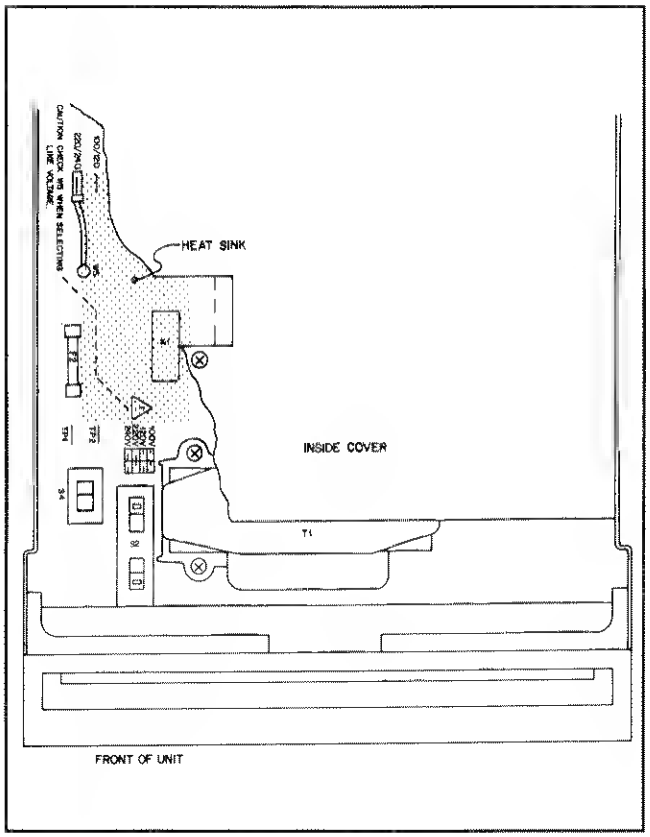

Figure 2-3. Line Voltage Selection Components
b. The line voltage select switch is located in the front left corner of the instrument (see Figure 2-3). Use a small-blade screwdriver to set the two switch sections to match the pattern silkscreened on p.c. main board as shown in Figure 2-3. For example, to set switches for 120 V operation (as illustrated), move forward switch section so that its white slot is toward front of instrument and move rearward switch section so its white slot is toward rear of instrument.